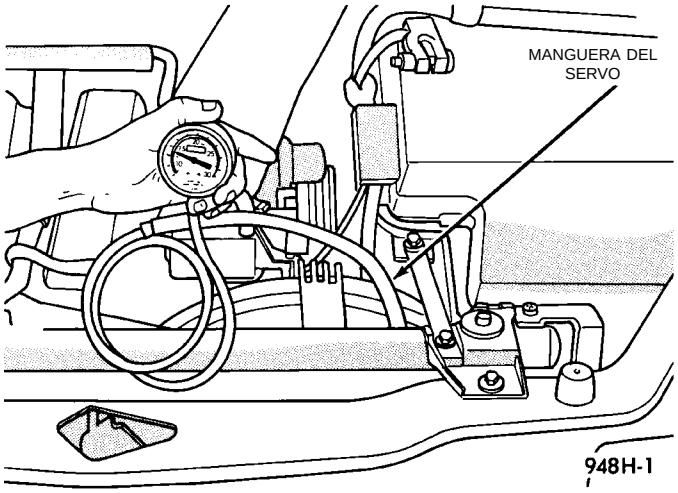

Fig. 11 Prueba del indicador de vacío— Característico
(1) Desconecte la manguera de vacío en el servo e instale el indicador de vacío en la manguera (Fig. 11).